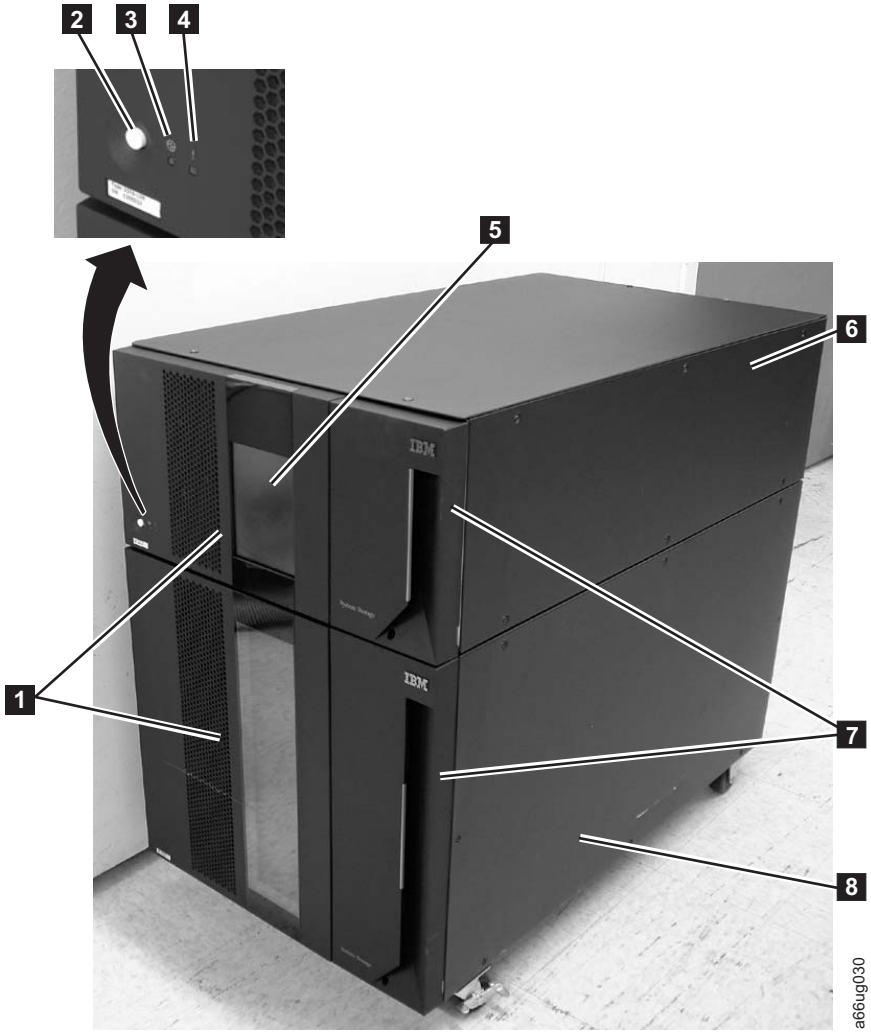

Figure 2-1. Front panel of a 14U library
All library configurations include the control module (6 in Figure 2-1 on page 2-2). The control module contains the robotics, library control blade (LCB), and touch screen display. The control module also contains an I/O station, fixed storage slots, tape drives, and at least one power supply.
Each 9U expansion module (8 in Figure 2-1 on page 2-2) is a supplementary module that is attached to the 5U Control Module. Like the control module, the expansion modules provide fixed storage slots, tape drive slots, and power supply slots. The I/O station in an expansion module can be configured as storage.
I/O Stations (7 in Figure 2-1 on page 2-2) are located on the front panel of the library and enable the importing and exporting of cartridges without interrupting normal library operations. A control module I/O Station has a capacity of six cartridges. A 9U expansion module I/O Station has a capacity of 12 cartridges.
The Operator Panel (5 in Figure 2-1 on page 2-2) is the touchscreen display device located on the Access Door of the control module. Library operations and service functions are performed from this screen.
Pressing the Power Button (2 in Figure 2-1 on page 2-2) on the front panel of a control module turns the Picker and Operator Panel ON or OFF; however, power is still applied to the power supplies. The Power Button is used during library shutdown and to manually reboot the library.
- Green power ON LED (3 in Figure 2-1 on page 2-2): When lit, this LED indicates that the library power is ON.
- Amber Operator Intervention Alert LED (4 in Figure 2-1 on page 2-2): When lit, this LED indicates that there is a Library, Drives, or Media Operator Intervention available. To access the Operator Intervention, select **Tools** > **Operator Intervention** from the Operator Panel.